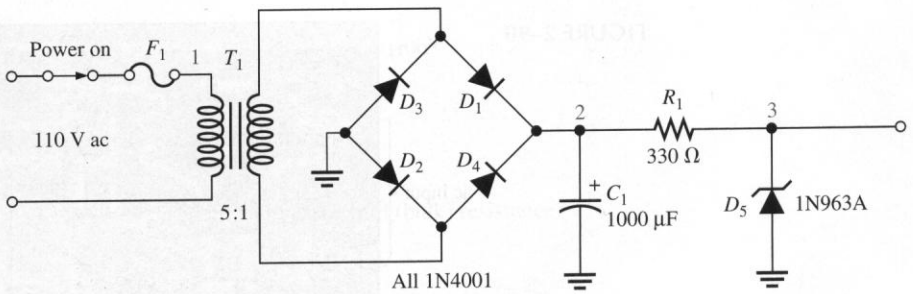

FIGURE 2–88
30. Determine the most likely failure in the circuit board of Figure 2–89 for each of the following symptoms. State the corrective action you would take in each case. The normal output of the transformer is 12.6 V ac. The regulator (IC1) is a 7812.